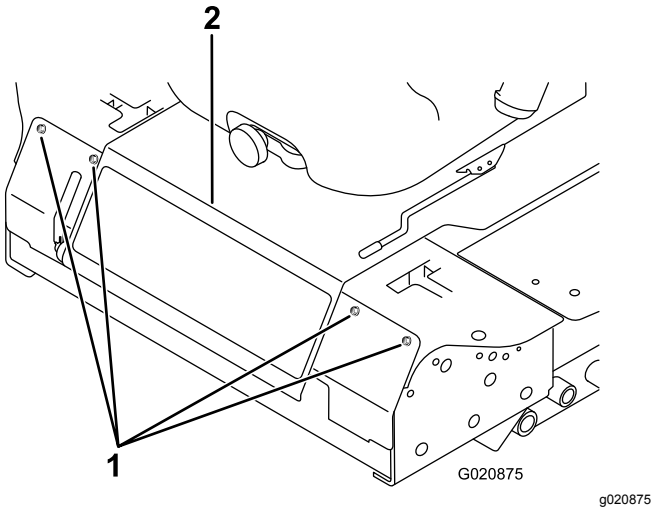

Figur 49
3. Fjern boltene som fester frontpanelet og fjern panelet (Figur 49).